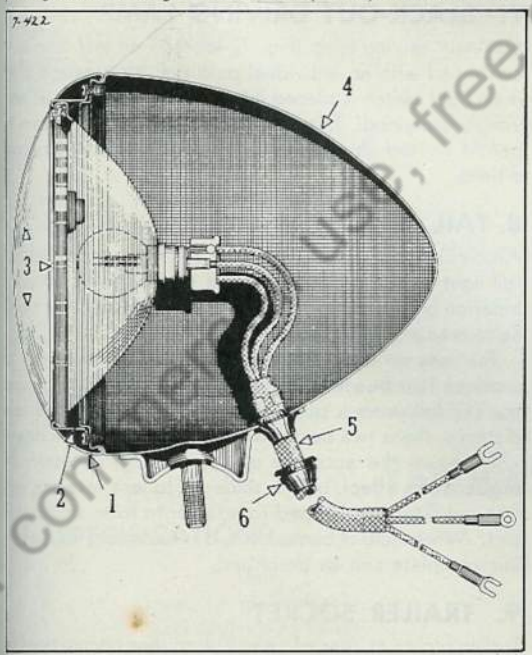

Fig. 5 Headlamp
E. Disassembly—Head lamp may be disassembled in following manner (Refer to Fig. 5):
1. Remove screw from head lamp rim (1).
2. Remove three screws in unit retaining rim (2).
3. Pull "Sealed Beam" unit out and then pull connecting plug from unit (5).
4. Remove wire rubber grommets (6).
5. Pull wiring assembly and connector (5) through head lamp body.